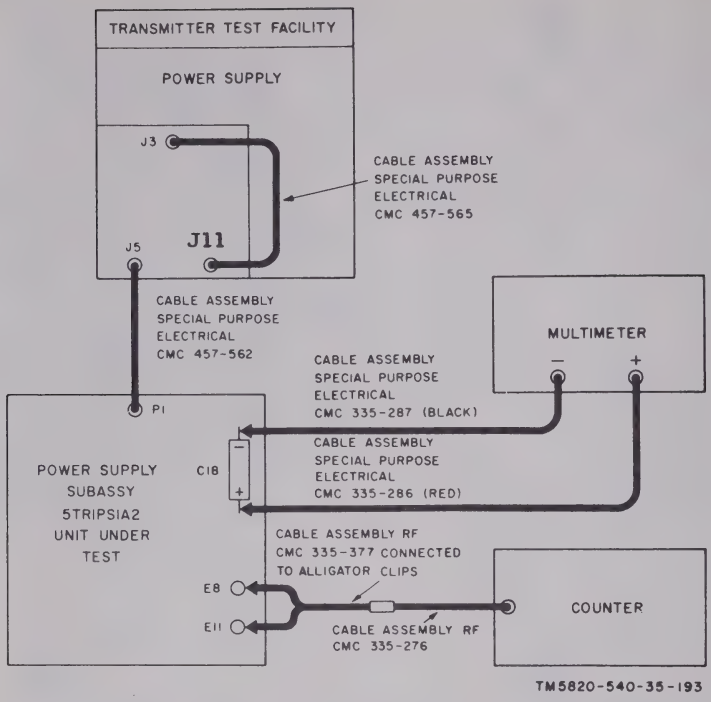

Figure 4-47. Power supply subassembly 5TR1PS1A2, test setup.
(1) Remove the larger red protective cover to expose power supply subassembly (heat sink) 5TR1PS1A2.
(2) Remove 5TR1PS1A2 by loosening the two green-circled mounting screws and pulling the module straight up.
(3) Open the test facility power supply door. Connect 5TR1PS1A2 to the test facility connectors as shown in figure 4-47.